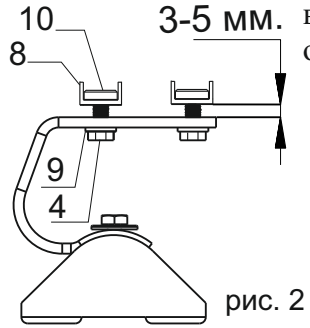

рис. 2
c. наживите крепежные пластины[8], используя винты[4], шайбы[9] и гайки [10], ключём от руки, оставив зазор в 3-5 мм (см. рис. 2).
e. соберите опору с поперечиной так, чтобы винты[4] вошли в прорезь, а крепежные пластины[8] оказались внутри трубы[19] (см. рис.2,3).